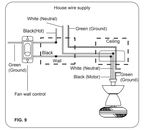

FIG. 9
Step 3. Make wire connections (Fig. 9) and secure with wire nuts supplied.